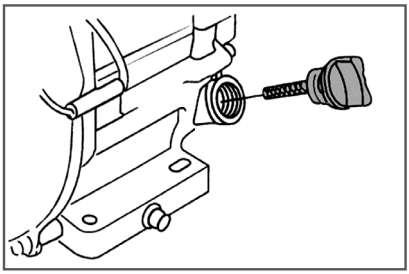

Рис. 9 Крышка-щуп маслозаливной горловины
2. Открутите крышку-щуп маслозаливной горловины и извлеките щуп (Рис. 9).
2. Выкрутите крышку-щуп маслозаливной горловины и извлеките щуп (Рис. 9).